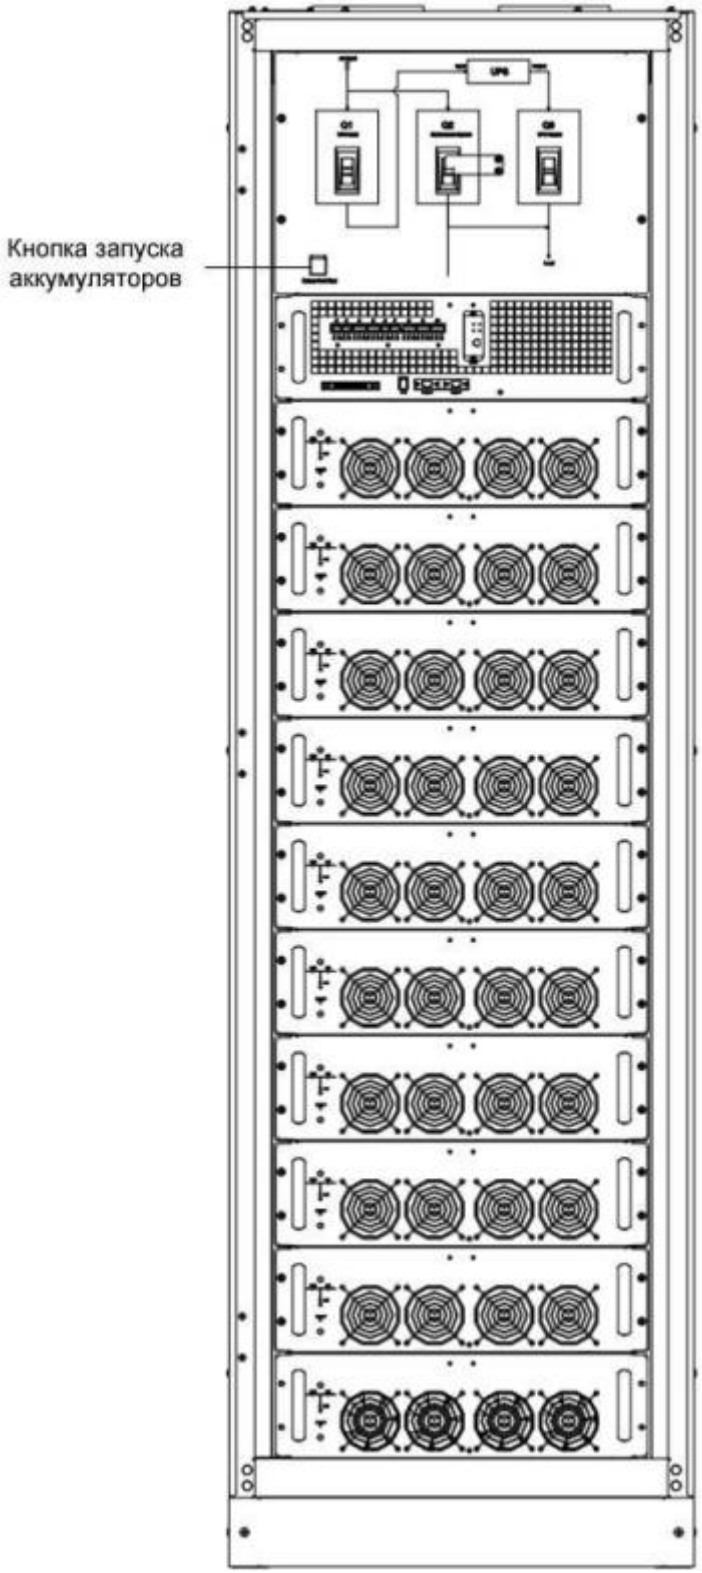

Рис. 3-2. Схема расположения кнопки запуска аккумуляторов.
2. Нажмите на красную кнопку запуска аккумулятора, расположенную под выключателем входа выпрямителя, и удерживайте ее в течение 3 секунд (см. рис. 3-2).